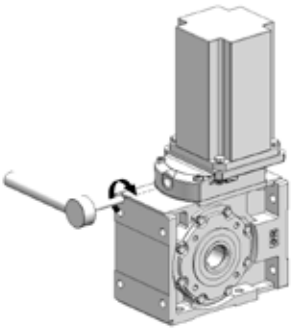

图4
- 用扭力矩扳手拧紧夹紧套螺钉，拧紧力矩（见16页）力矩表（操作中不要改动夹紧套轴向位置，见图4）；